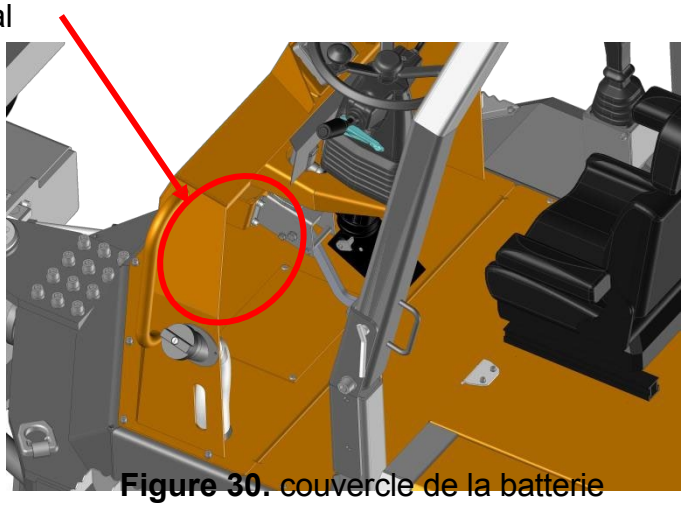

Figure 30. couvercle de la batterie
b. Accès à la batterie : pour accéder à la batterie du véhicule, utilisez la clé Allen n° 5 pour retirer le cache illustré à la figure 30.